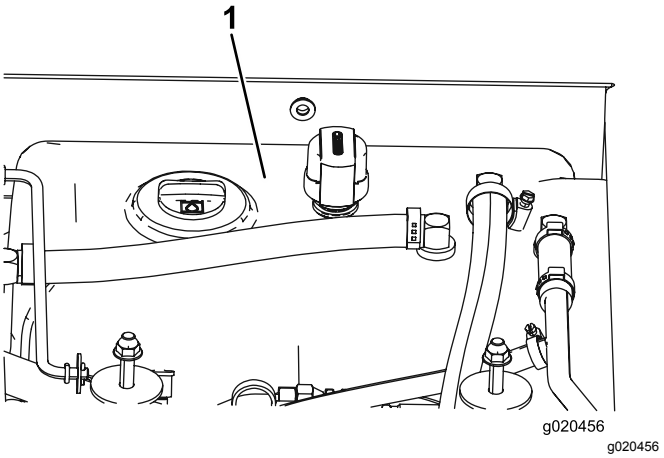

Figuur 105
4. Vul het reservoir (Figuur 105) met hydraulische vloeistof; zie Hydraulische vloeistof controleren (bladz. 73).